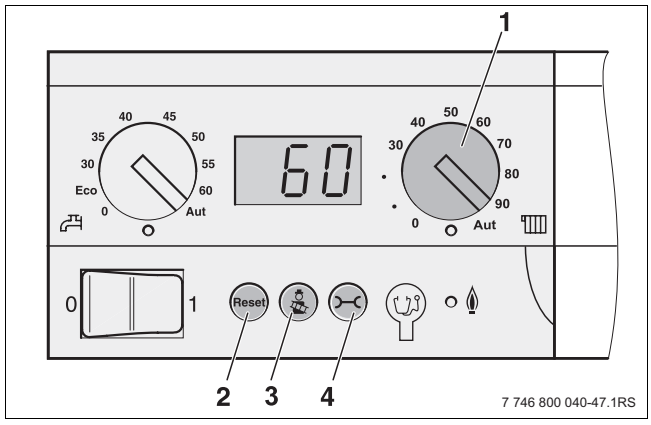

Bild 46 Bedienfeld des Basiscontrollers
- Am Drehknopf für maximale Kesselwassertemperatur (→ Bild 46, [1]) die obere Grenztemperatur des Kesselwassers für den Heizbetrieb einstellen (→ Tab. 9).